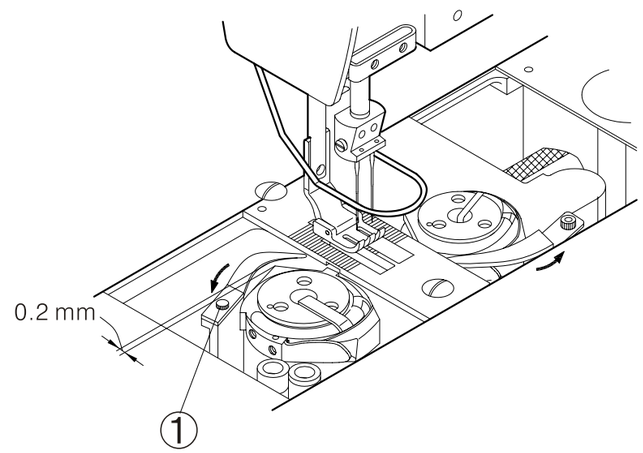

Fig. 10
2. Gire la polea para mover el horn hacia la dirección de la aguja. Cuando lo haga, afloje el tornillo 1, y ajuste el área para que sea 0.2 mm entre las mencionadas. (Fig. 10)